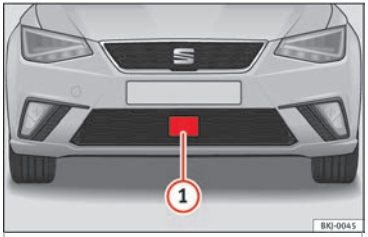

**Fig. 192** On the front bumper: radar sensor.
A radar sensor is installed on the front bumper to determine the traffic situation ››› **Fig. 192** (1).